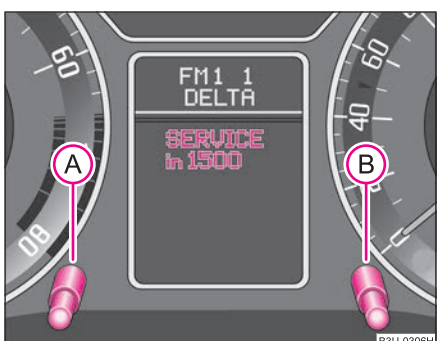

Fig. 5 Instrument cluster: Service Interval Display
Depending on the equipment installed in the vehicle, the information appears in the display of the counter for distance driven or in the information display⇒ page 16, fig. 5.
It is also possible for you to reset the Service Interval Display with the reset button (B) ⇒ page 16, fig. 5 as follows (does not apply to models with fixed service intervals - QG2).
- Switch off the ignition (if not already off), press the reset button (B) and hold it down.
- Switch the ignition on and release the reset button (B). The text **Service** or **service now** appears in the display.
- Turn the button for resetting the clock (A) to the right - the display is reset.